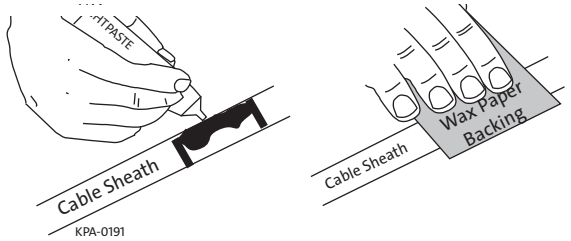

Figure 8
Step 3: Apply sealing paste "dichtpaste" to the cable. Use wax-paper backing from the sealing tape to spread the paste evenly around the cable in the area where the sealing tape will be applied (Figure 8). Wait for the sealing paste to dry.